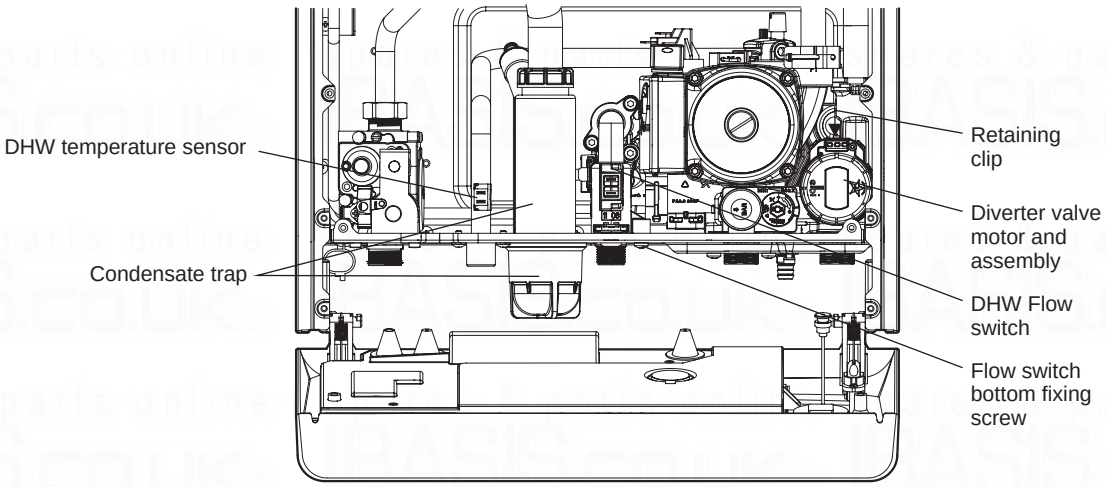

Fig. 25
7.13 DIVERTER VALVE MOTOR - Fig. 25
7.15 DHW TEMPERATURE SENSOR - Fig. 25
7.19 DHW FLOW SWITCH - Fig. 25